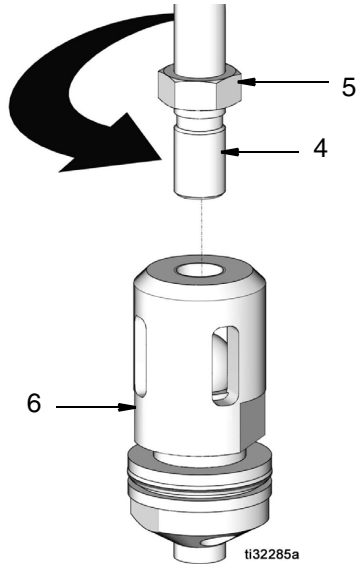

Рис. 10
9. Ослабьте гайку (5) и выкрутите корпус клапана (6) с соединительного стержня (4) (Рис. 10).